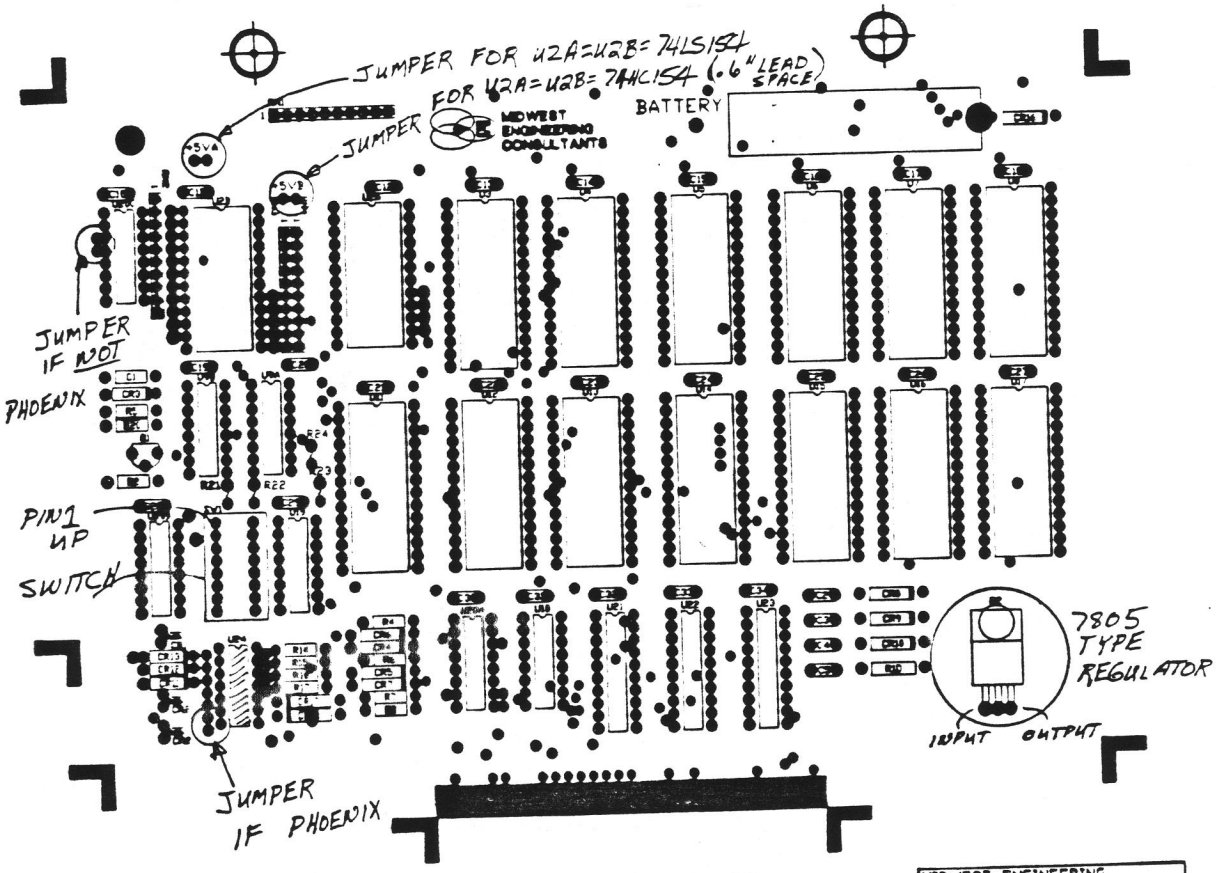

Fig. 6
F) Put in the Regulator, Switch and Jumpers (Figure 6)